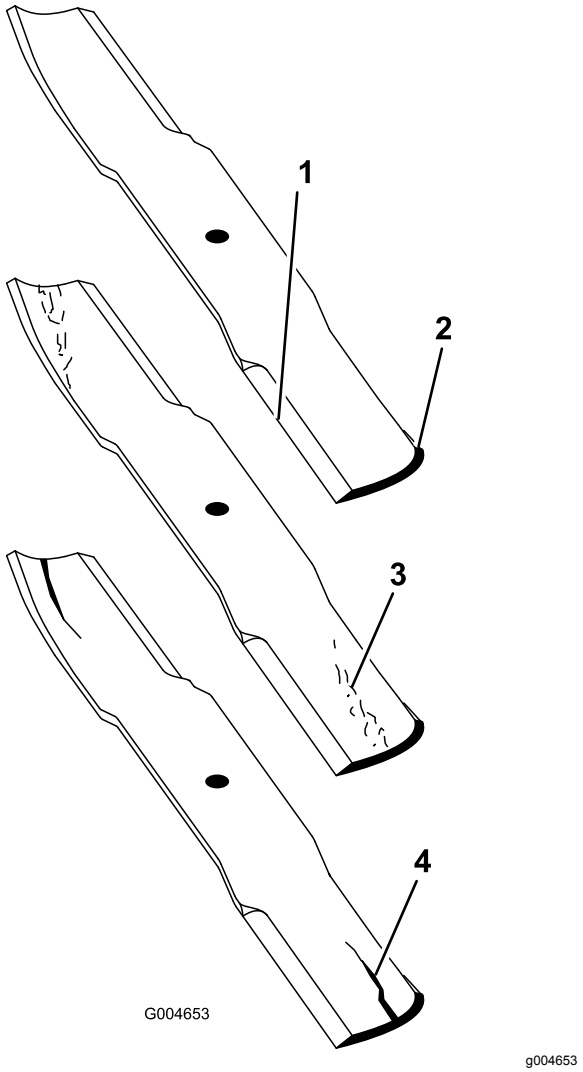

Figuur 111
2. Controleer nauwkeurig de uiteinden van het maaimes, in het bijzonder op de plaats waar het platte en het gebogen deel samenkomen (Figuur 111).
Opmerking: Omdat het metaal dat het platte en het gebogen deel van het mes verbindt, kan wegslijten door zand en ander schurend materiaal, moet u dit steeds controleren voordat u de maaier gaat gebruiken. Als u een slijtplek ontdekt (Figuur 111), moet u het mes onmiddellijk vervangen.